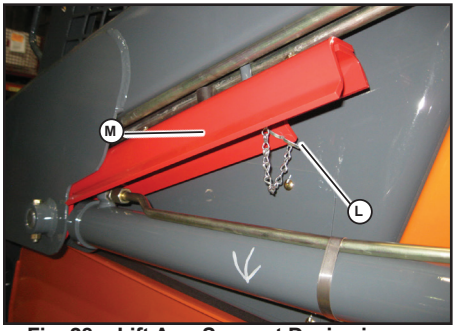

Fig. 28 - Lift Arm Support Device in Storage Position
a. Remove retaining fastener (L, Fig. 28) securing lift arm support (M) in the storage position.